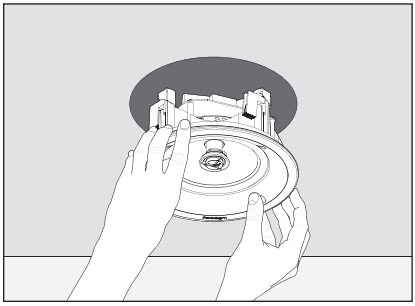

Fig. 3c
3) Gently push the assembly into the ceiling or wall hole (Fig. 3c or 4d).